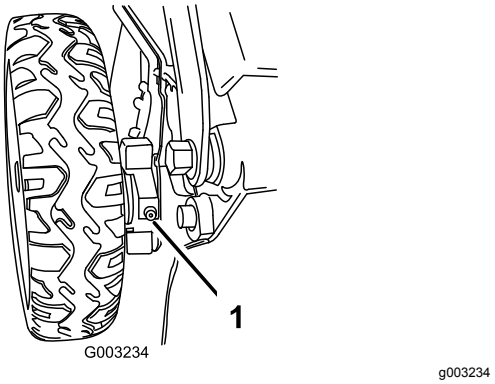

**Rysunek 43**
1. Oczyść smarowniczki w tylnych kołach za pomocą czystej szmatki (Rysunek 43).